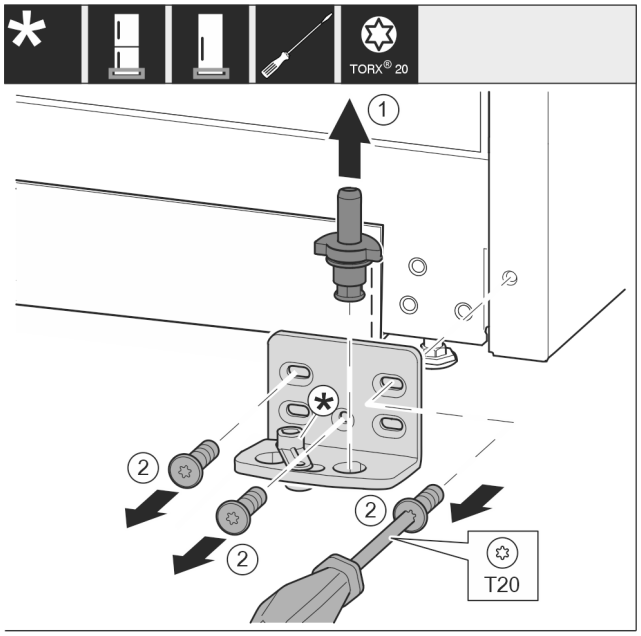

Fig. 12
- ▶ Retirer entièrement l'axe de palier *Fig. 12 (1)* par le haut.
- ▶ Desserrer les vis *Fig. 12 (2)* avec un tournevis et retirer le support de palier.